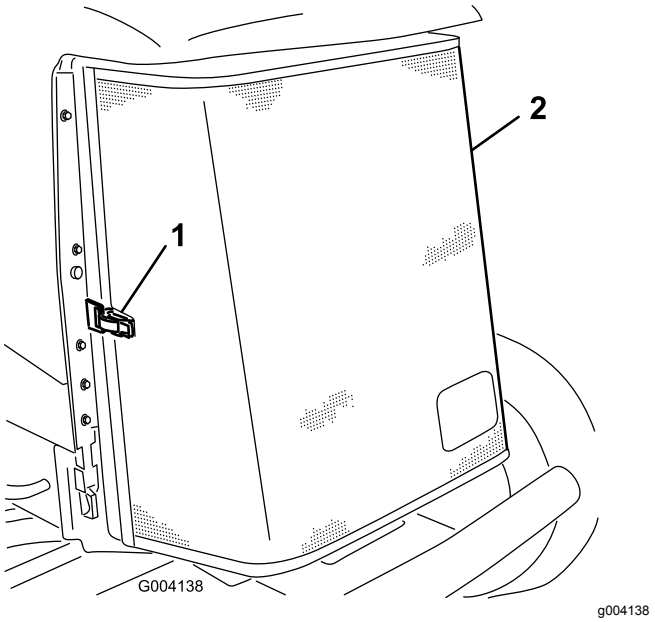

Figura 82
3. Desprenda a braçadeira e articule para abrir o painel traseiro (Figura 82).